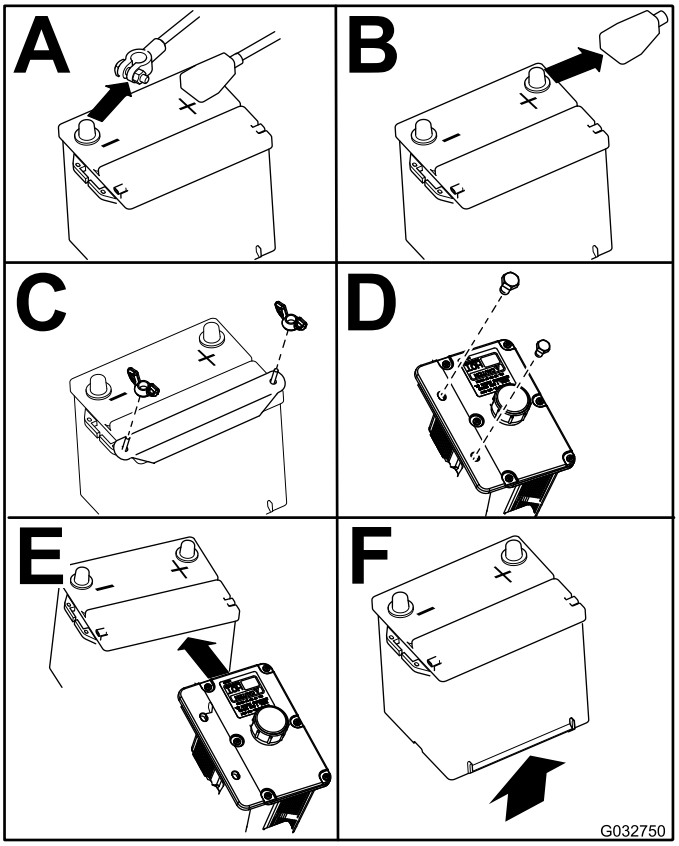

Figur 68
3. Ta bort batteriet enligt Figur 68.